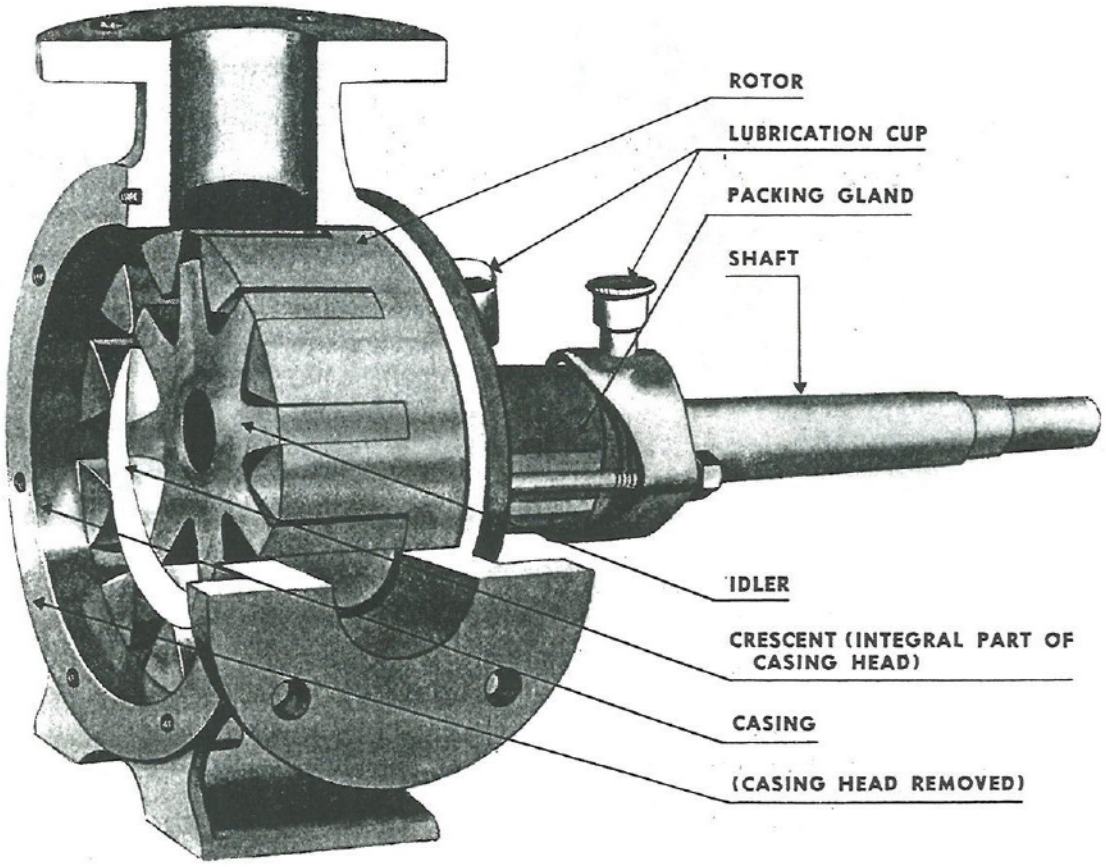
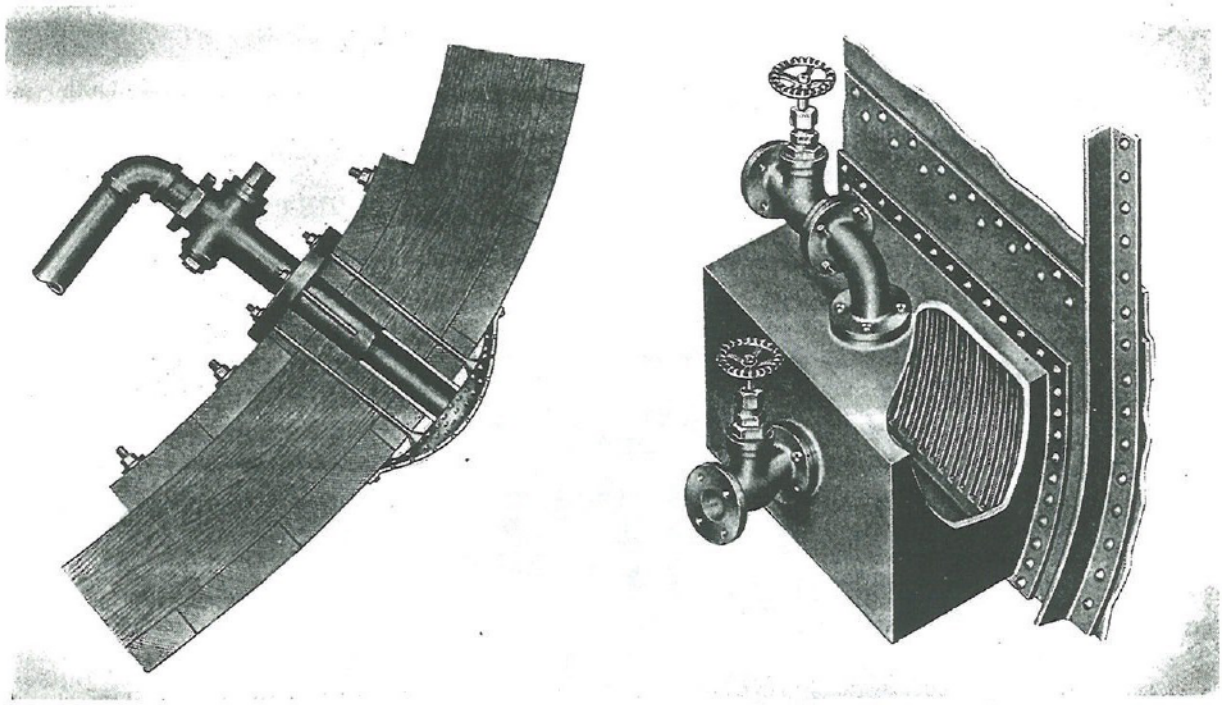

Fig. 29. Sea Water Pump Cut Away
Fig. 30. Sea Chests for Raw Water Intake
36. "RAW" WATER PUMP. ***a.*** Enterprise engines use the Viking pump, illustrated in Fig. 29, to pump the raw, or sea water. It is mounted on the front of the engine. This pump has an intake and an outlet. The intake is connected by piping to a sea water chest, or other opening, cut in the hull of the ship far enough below the water line so that it will be in operation regardless of how much the ship rolls. In Fig. 30 the two common types of raw water intakes are illustrated. The drawing on the left shows the intake often seen on wooden hulls; it has a strainer placed over the outside. The preferred installation is shown at right, with a sea chest admitting the water into a box built inside the hull, fitted with a strainer which may be removed and cleaned.